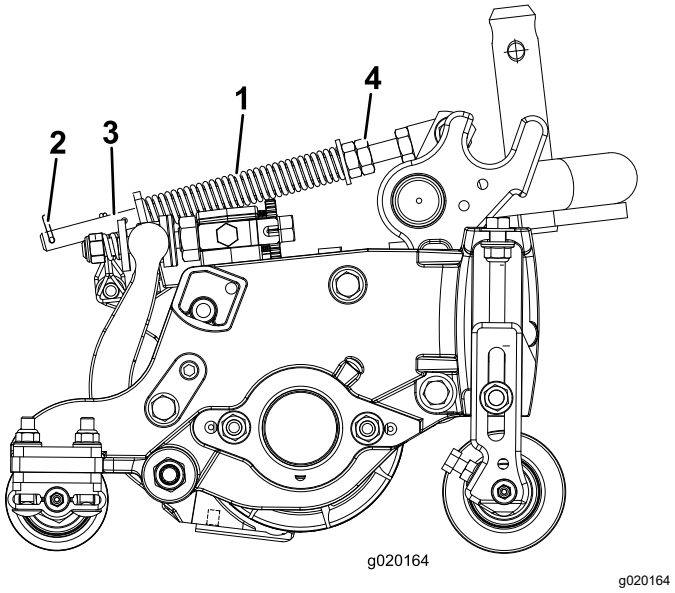

Figur 12
Gräsutjämningsfjädern (Figur 12) överför vikt från den främre till den bakre valsen. Detta hjälper till att minska förekomsten av det speciella vågformade mönster i gräsmattan som kallas för ”ondulering” eller ”bobbing”.
1. Se till att hårnålssprinten sitter i det bakre hålet på fjäderstången (Figur 12).
2. Dra åt sexkantsmuttrarna på fjäderstångens främre ände, tills fjäderns sammanpressade längd (Figur 12) är 12,7 cm.